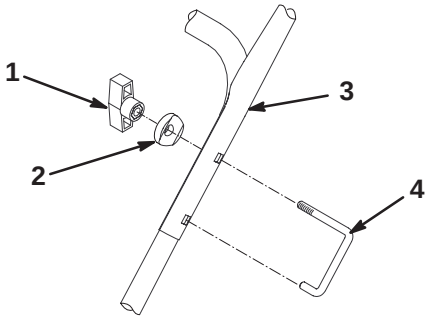

Figur 6
3. Montera handtagslåsen, de svängda brickorna och vreden löst, enligt figur 6.
5. Sätt in handtagslåsen helt och hållet (figur 6).